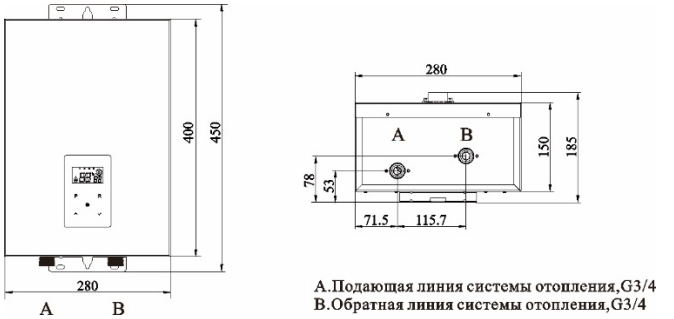

Рис. 9. Присоединительные размеры
7.4.3. Подсоединение труб (Рис. 9)